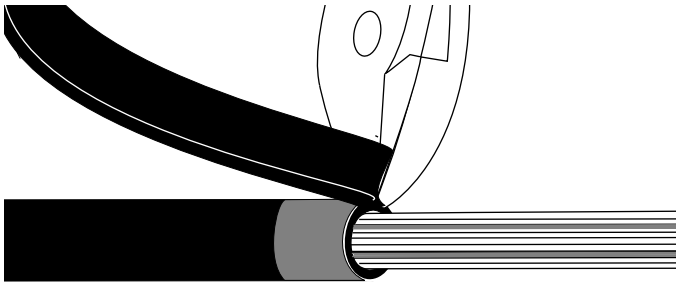

Figure 9
**5.8** Trim off the split section of sheath at the tape mark with side cutters (Figure 9) or scissors.